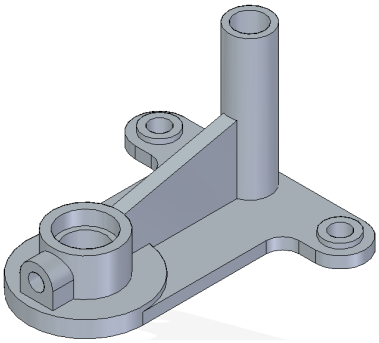

Figure 8-69 *Model after creating the rib feature*
7. Choose **Finish** and then **Cancel** from the Command bar to create the rib feature. The final model after creating the rib feature is shown in Figure 8-69.